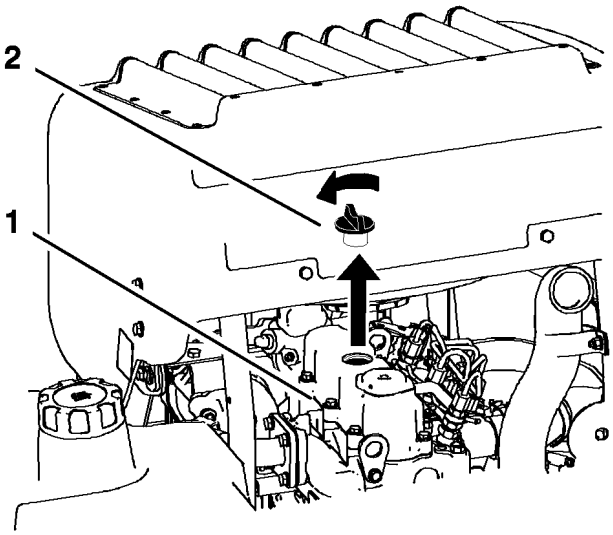

Figur 39
6. Fjern påfyllingslokket oppå motoren (Figur 39). Dette gjør det lettere å tømme ut oljen.
2. Fjern oljelokket, og skru løs peilestaven (Figur 39).